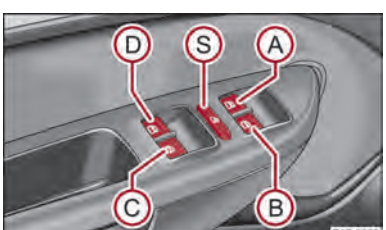

Fig. 20 Buttons on the driver's door
The buttons for the individual windows are located in the armrest of the driver's door ⇒ fig. 20, front passenger seat and in the rear doors ⇒ page 40.
You can deactivate the buttons for power windows at rear doors by pressing the safety pushbutton Ⓢ ⇒ fig. 20. The buttons for power windows at rear doors are activated again by pressing the safety pushbutton Ⓢ again.
- **It is recommended to deactivate the electrically operated power windows in the rear doors (safety pushbutton) Ⓢ ⇒ fig. 20 when children are being transported on the rear seats.**